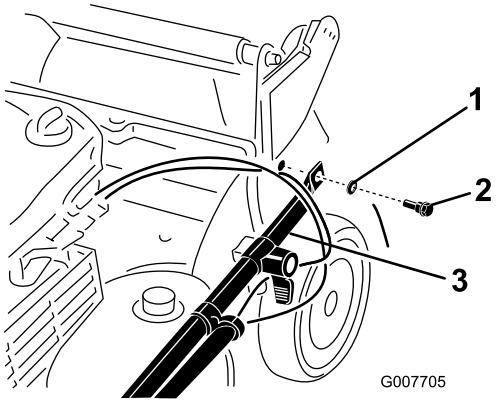

**Figura 3**
2. Collegate le estremità della stegola al sottoscocca utilizzando 2 rondelle e 2 bulloni di fissaggio (Figura 3), **ma non serrate i bulloni di fissaggio.**